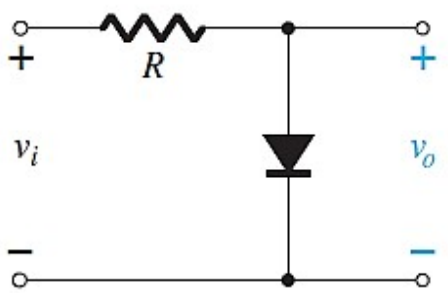

Fig. 14: Parallel Clipper
- The simplest parallel clipper is shown in **Fig 14.**